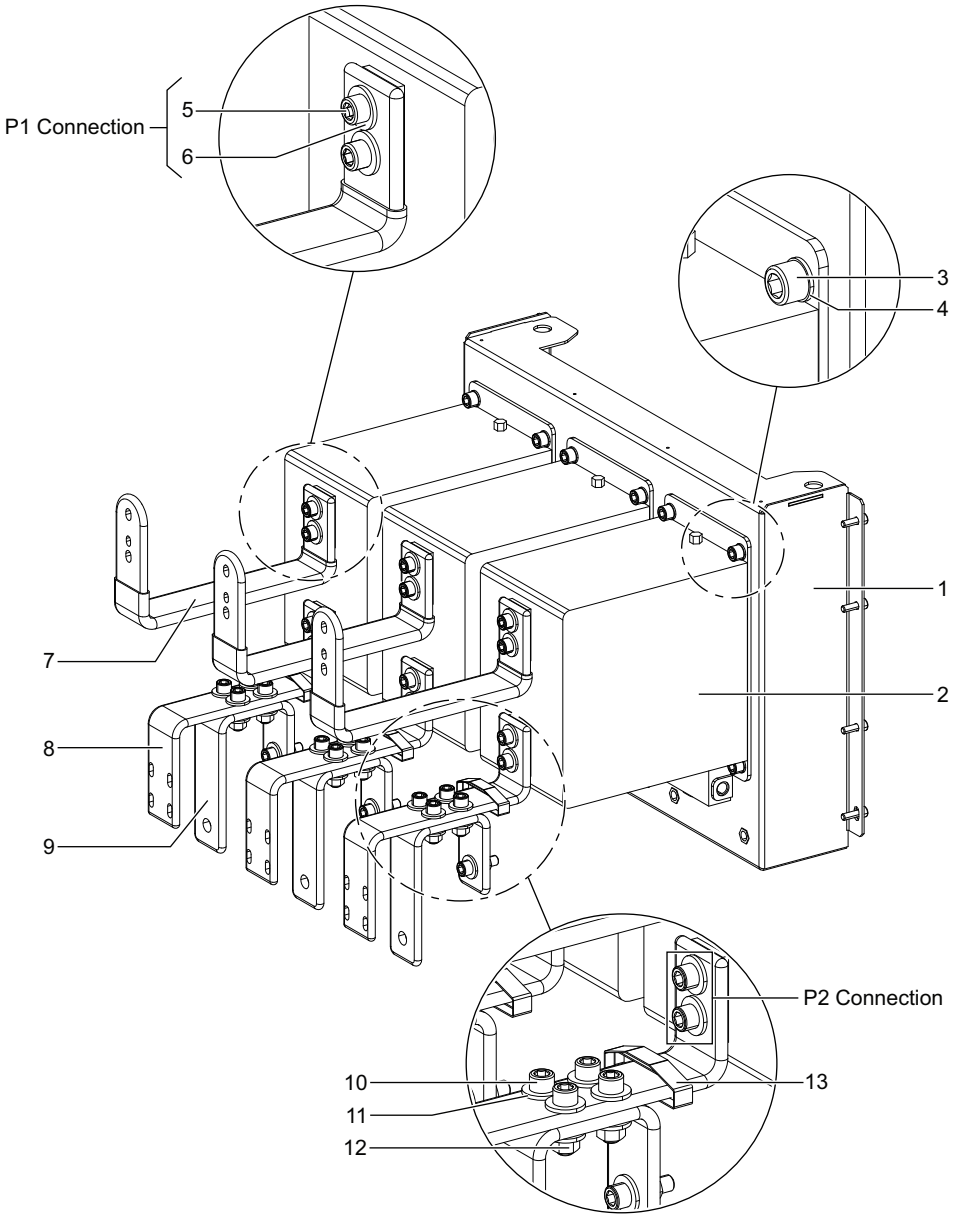

Figure 80
1. Place the CT (2) on the mounting plate (1) (Figure 80).
2. Insert the washers (4) and the screws (3) in the mounting holes at each corner of the CT (2).
3. Tighten each screw (3) to a torque of 68 N•m.